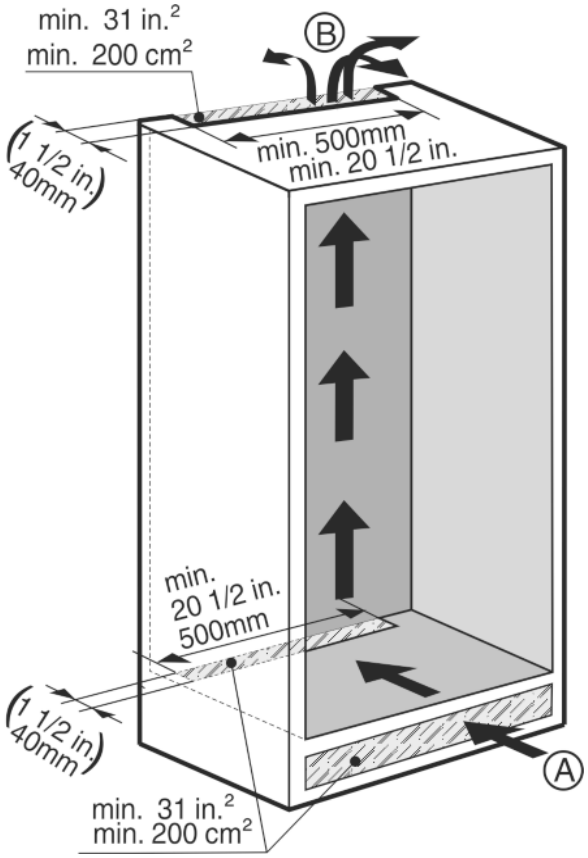

*Fig. 6*
- There must be an effective ventilation gap of at least 31 in² (200 cm²) per appliance for the air inlet *Fig. 6 (A)* and the air outlet *Fig. 6 (B)*.